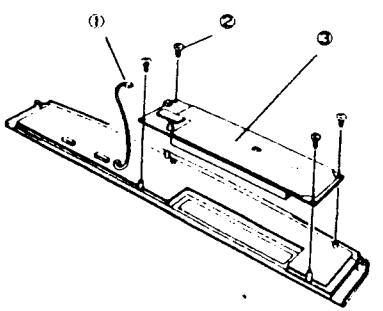

Рис. 2 DUP4-036
4. (Рис. 2): Снимите PWB сообщений.
①. Отсоедините P/J442.
②. Отверните винты (4).
③. Снимите PWB сообщений.